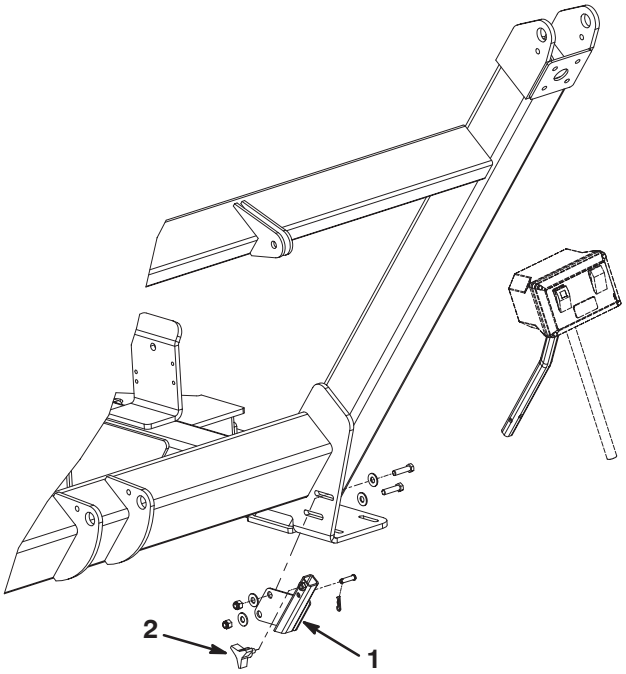

Figure 10
1. Mount the receiver assembly to the sweeper frame bracket with (2) 3/8–16 x 1/2 in. capscrews, (4) washers and (2) nuts. Position the components as shown in figure 10.
2. Insert the mounting assembly tube into the receiver and secure with a clevis pin and cotter pin (Fig. 10).
3. Thread the knob into the receiver to tighten the tube (Fig. 10).